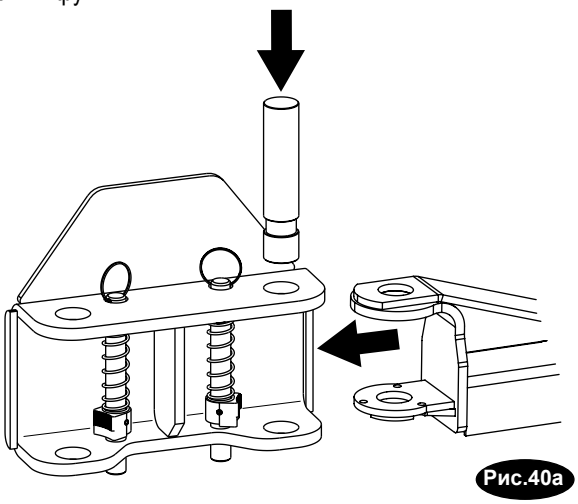

Рис.40a
31. Стрелы и ограничители: Перед установкой стрел поднимите салазки на удобную для монтажа высоту. Смажьте литиевой смазкой пальцы и отверстия поворота стрелы. Вдвиньте стрелу в скобу ,см. рис. 40a. Установите палец(ы) стрелы диаметра 1-3/4" ,см. рис. 40a.